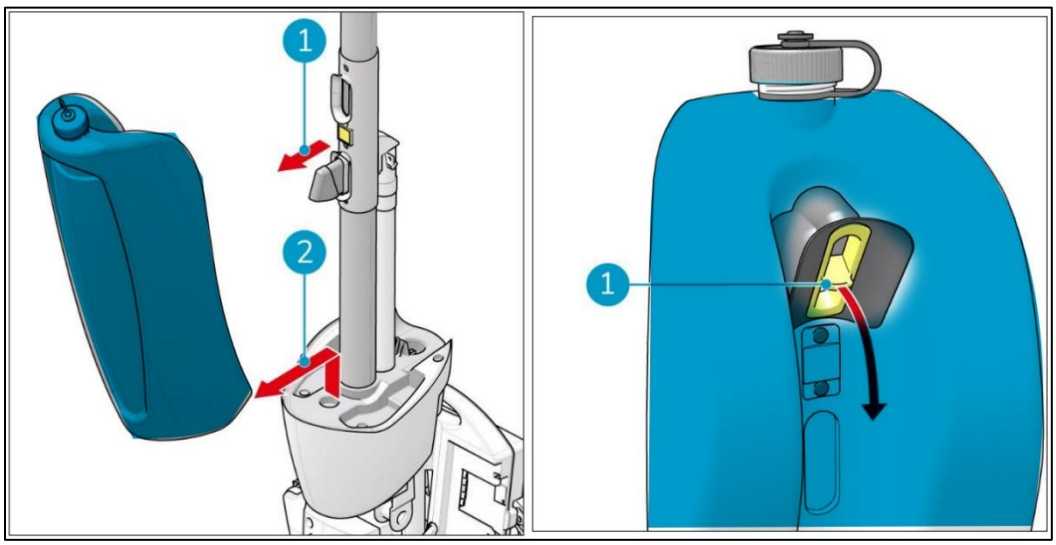

Figure 25 *Figure 26*
1. Pull the top of the recovery tank outwards (Figure 25, pos 1).
2. Lift the recovery tank up and move it away from the body of the i-mop XXL (Figure 25,pos 2)